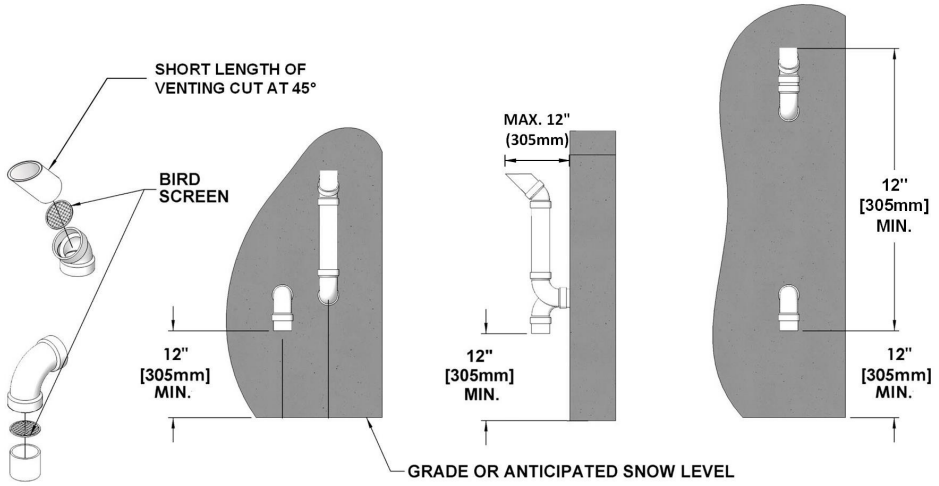

*Figure 8: Sidewall vent termination - piping configuration*
- The elevation of both pipes can be raised in "periscope style" after passing through the wall, then configured as in *Figure 8,* to gain required clearance.